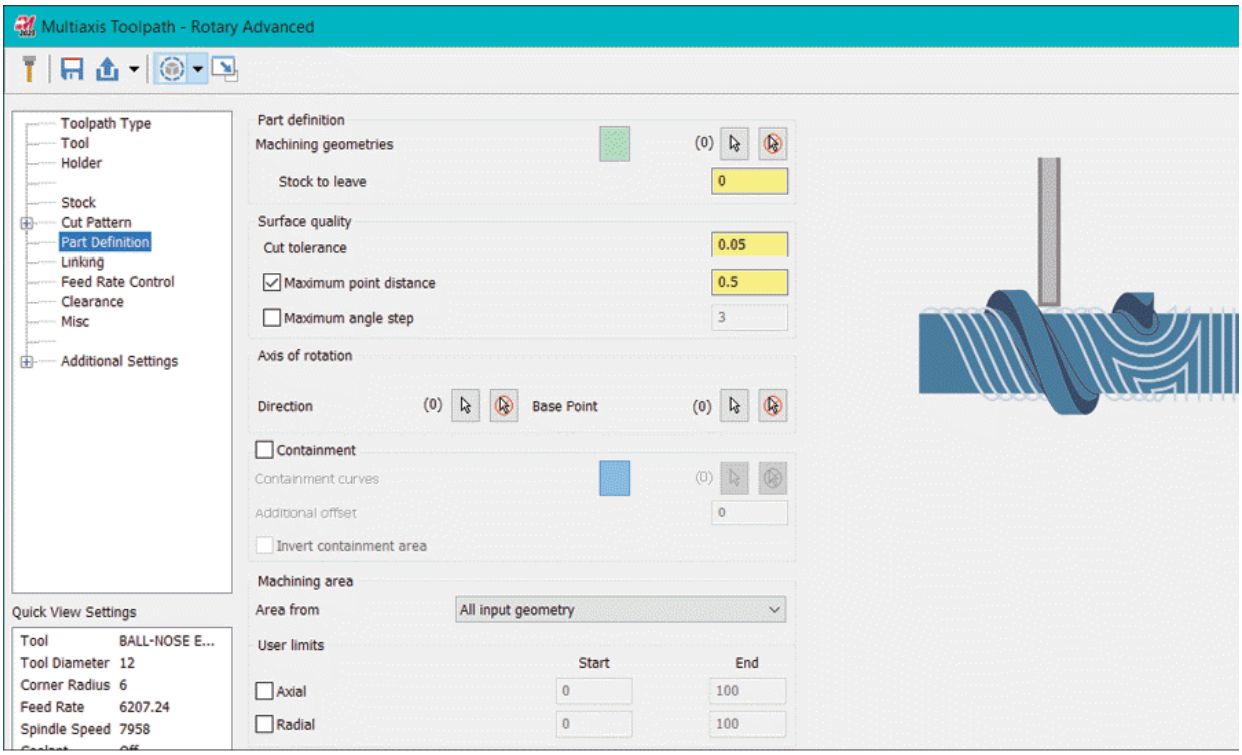

Figure-55. Part Definition page
- Click on the **Part Definition** option from the left area of the dialog box to select surfaces/faces to be machined. The **Part Definition** page will be displayed in dialog box; refer to Figure-55.